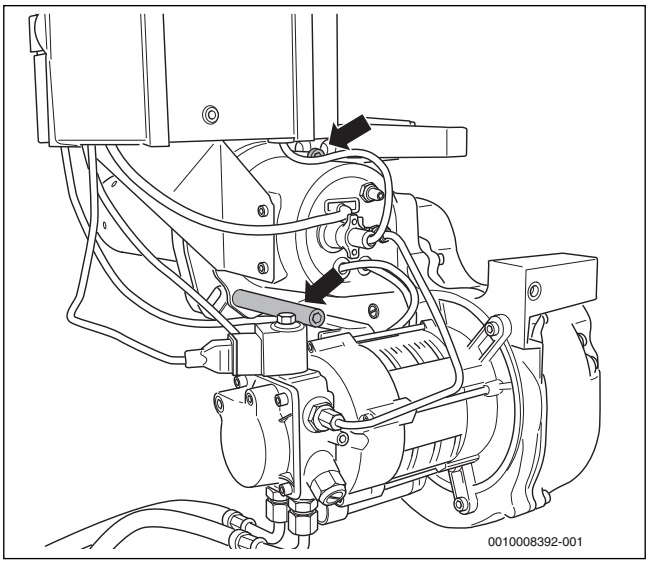

*Bild 32 Schrauben der Bajonettbefestigung lösen*
- ▶ Die beiden Schrauben der Bajonettbefestigung lösen (→Bild 32, Pfeile).
▶ Brenner auf die beiden Schrauben im Brennerflansch (→ Bild 32, Pfeile, Seite 21) aufsetzen.
▶ Linksdrehung bis zum Anschlag und die Befestigungsschrauben (→ Bild 32, Pfeile, Seite 21) wieder anziehen.